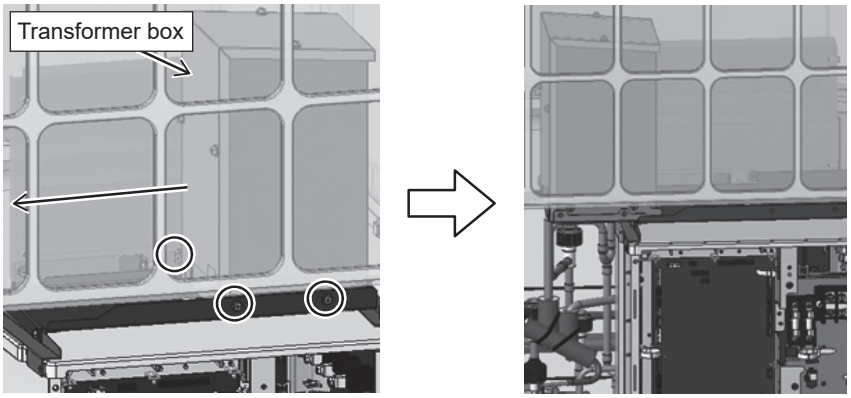

Figure 4
(5) Unscrew the screw holding the transformer box, and move the box as shown in the figure. (3 screws as shown in Figure 4.)